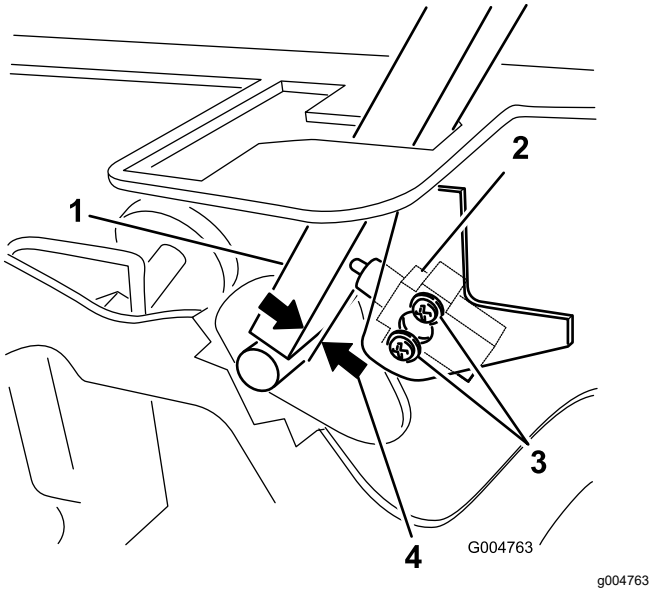

Figuur 86
3. Draai de 2 schroeven los waarmee de interlockschakelaar is vastgezet (Figuur 86).
4. Houd de rijhendel tegen het frame en beweeg de schakelaar in de richting van de hendel totdat de afstand tussen de hendel en de schakelaarbehuizing 0,4 tot 1 mm is; zie (Figuur 86).